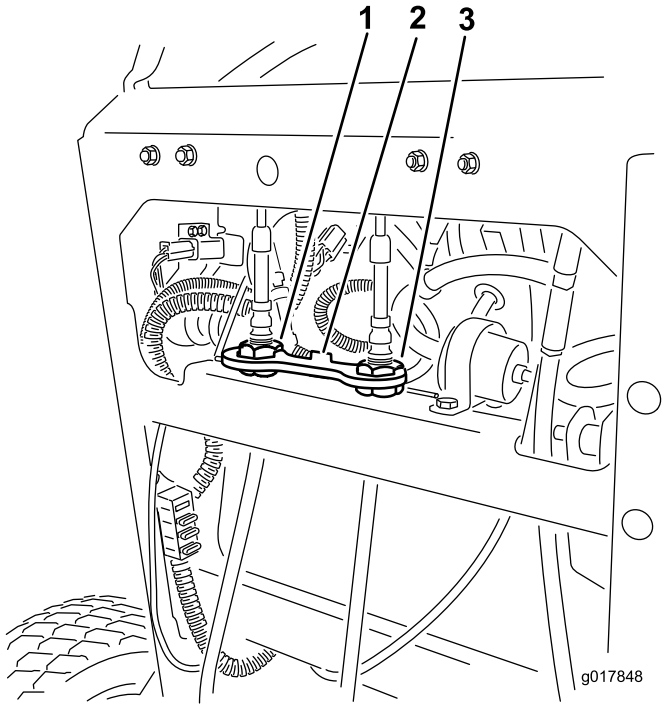

**Figur 71**
6. Monter kabelsperren på kabeljusteringsmutterene for å feste justeringen (Figur 71).